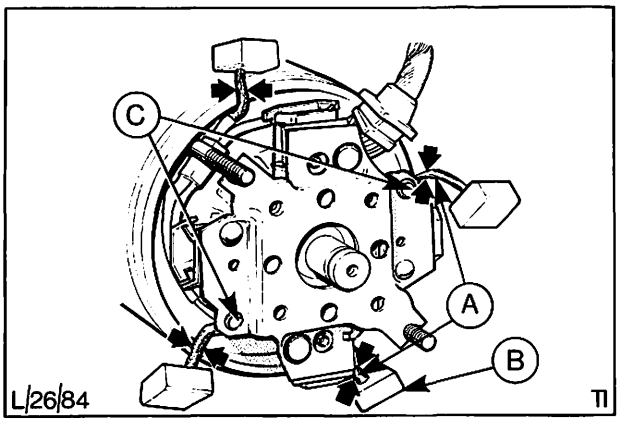

Abb. 100 Bürstenhalterplatte aufsetzen
Neue Bürsten müssen an die ursprünglichen Bürstenkabel angelötet werden. Die Bürstenkabel sind in der Mitte, zwischen Anschlußstelle und der Bürste, durchzuschneiden, Abb. 100. Darauf achten, daß die neue Verbindung einwandfrei gelötet wird.
20. Bürstenhalterplatte so auf das Ankerende setzen, daß die Gewindestifte in die Aussparungen der Platte passen, und eine richtige Befestigung der Platten gewährleistet ist, Abb. 100.